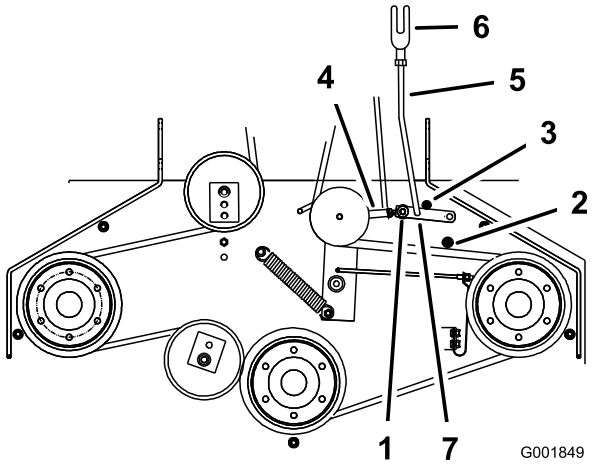

Figura 47
5. Certifique-se de que o braço de assistência está em contacto com o batente do braço de assistência traseiro na plataforma (Figura 47).
7. O braço de assistência deve estar em contacto com o batente do braço de assistência dianteiro na plataforma. Se não estiver em contacto, ajuste a manivela da correia para que fique mais perto da fixação (Figura 47).
8. Para ajustar a ligação do braço de assistência, retire o contrapino de gancho do braço de assistência (Figura 47).
11. Instale a ligação do braço de assistência no braço de assistência e prenda-a com o contrapino de gancho (Figura 47).